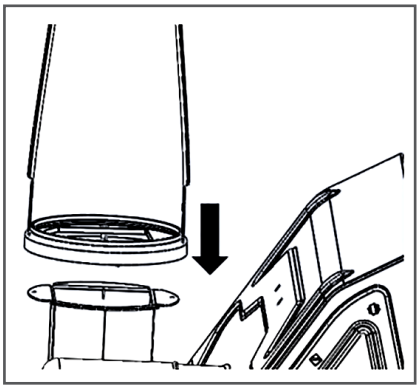

Рис. 4 Направление установки желоба
a. Установите желоб 1 выброса снега на корпус основания желоба (Рис. 4).